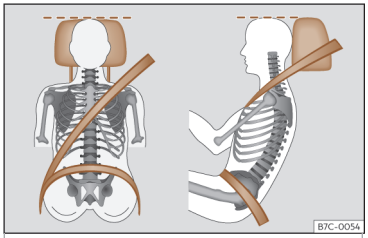

Abb. 3 Richtiger Gurtbandverlauf und richtige Kopfstützeneinstellung.
- Kopfstütze so einstellen, dass die Oberkante der Kopfstütze sich möglichst auf einer Linie mit dem oberen Teil des Kopfs – jedoch nicht niedriger als Augenhöhe – befindet. Den Hinterkopf so nah wie möglich an der Kopfstütze positionieren››› **Abb. 3** .